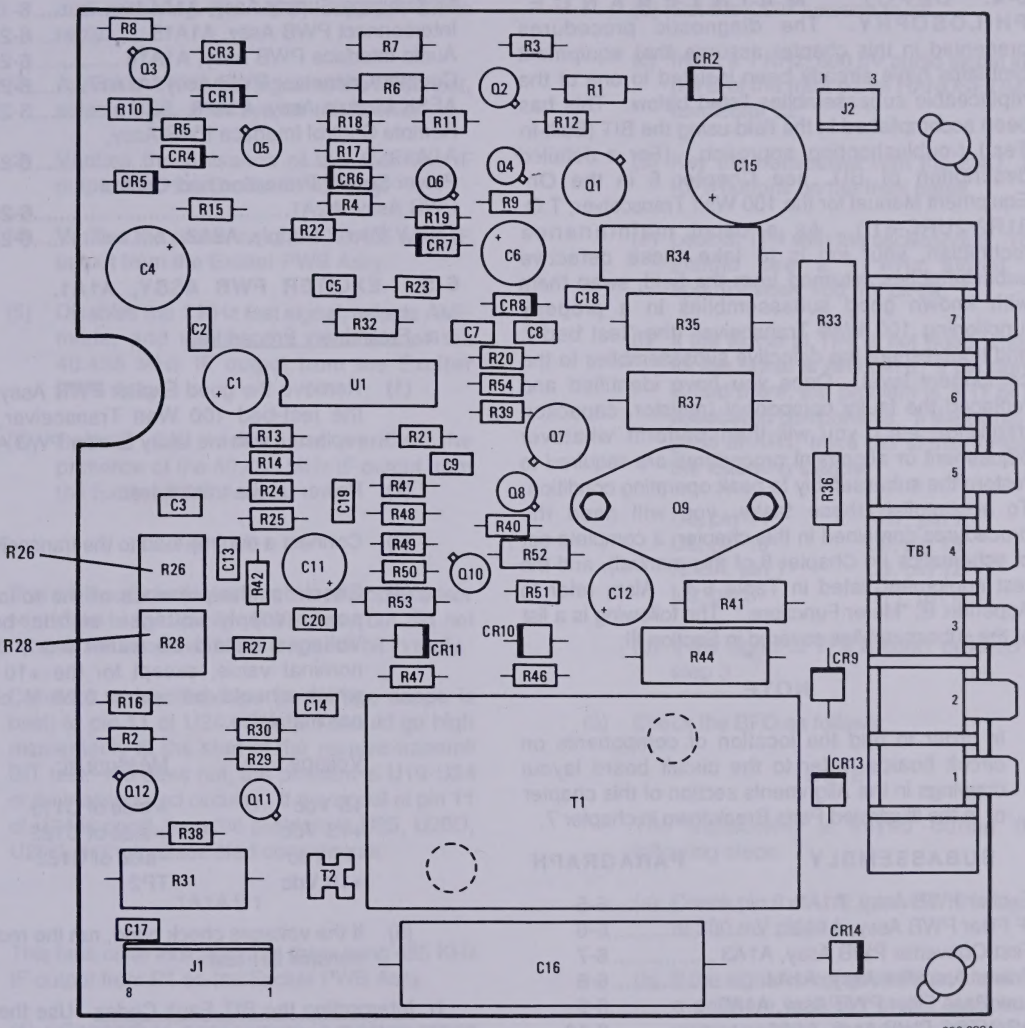

Figure 6-17. 13.6 Vdc Power Supply PWB Assy
v. 13.6 V POWER SUPPLY ASSY A2A2 (figure 6-17).
(1) R26, +13.6 Vdc Voltage Adjustment.